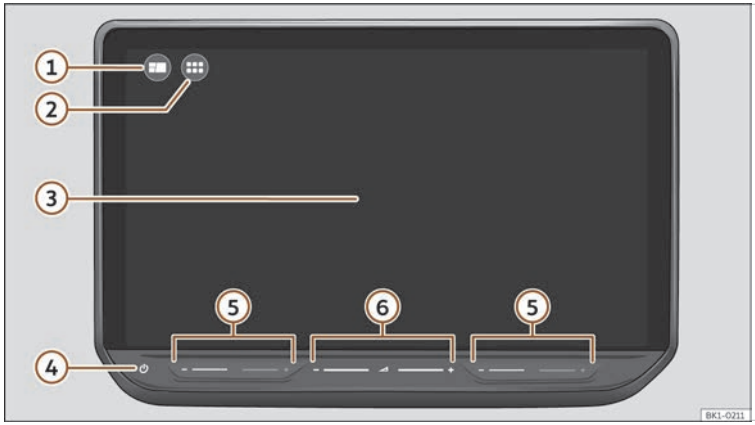

Fig. 180 Overview: control unit
Customise the top menu or the HOME ››› Fig. 180 ① view to quickly access your favourite or most frequently used functions.